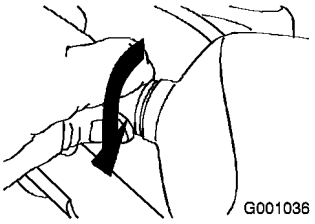

Figur 61
5. Vrid lampsockeln medsols tills den är ordentligt åtdragen (Figur 61).